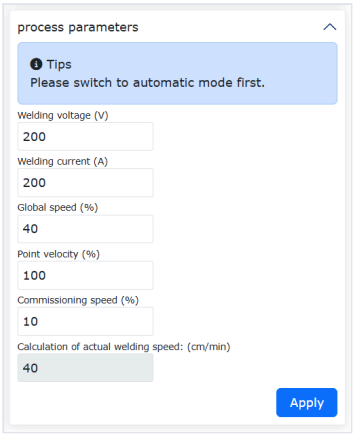

Rys. 3. Parametry procesu w kreatorze; Global speed to prędkość globalna (dokumentacja FAIRINO, panel po angielsku).
6. (Opcjonalnie) Przełącz robota w tryb automatyczny i ustaw parametry procesu *(process parameters)*, np. prędkość spawania (Rys. 3). W parametrach procesu jest też pole prędkości globalnej *(Global speed, %)*. Przy pierwszym uruchomieniu wpisz tam nie więcej niż 20 % (40 % na Rys. 3 to przykład z dokumentacji). Dopiero potem kliknij **Aplikacja**.